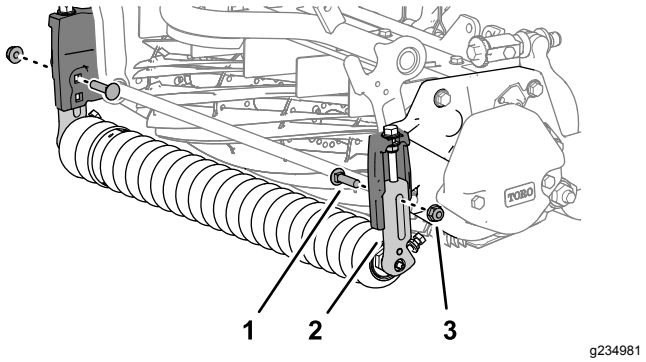

Bild 3
3. Arbeiten Sie an einer Seite der Schneideinheit und entfernen Sie die Schlossschraube und Sicherungsbundmutter, mit denen die Schnitthöhenhalterung an der Seitenplatte befestigt ist (Bild 3).
5. Wiederholen Sie Schritt 3 für die Schnitthöhenhalterung an der anderen Seite der Schneideinheit und nehmen Sie die Halterung ab (Bild 3).